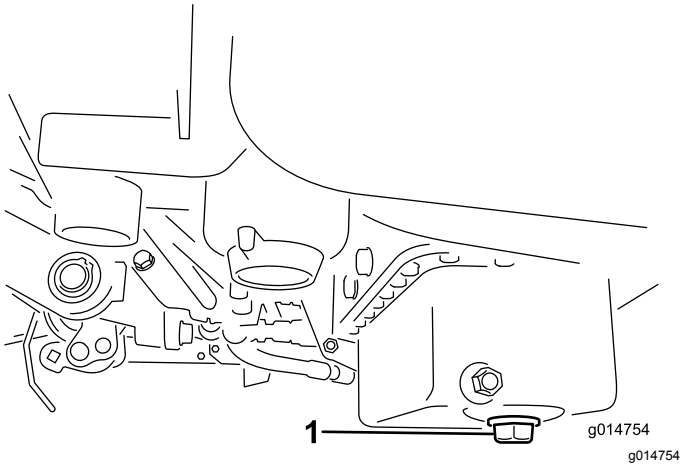

**Rysunek 46**
1. Odkręć korek spustowy i spuść olej do miski drenażowej. Zakręć korek, gdy olej przestanie wyciekać (Rysunek 46).